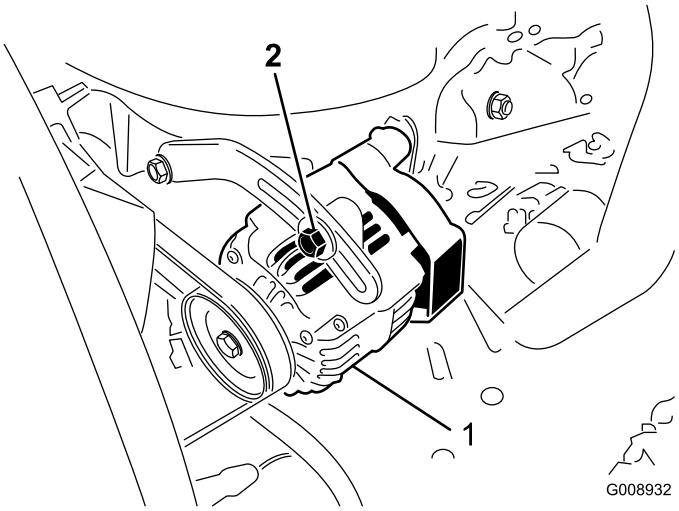

Figuur 52
Controleer de toestand en de spanning van de riemen (Figuur 52) om de 100 bedrijfsuren.
2. Als de speling niet correct is (10 mm), moet u de montagebouten van de wisselstroomdynamo losdraaien (Figuur 52). Verhoog of verminder de spanning van de riem van de wisselstroomdynamo en draai de bouten vast. Controleer nogmaals de speling van de riem om zeker van te zijn dat de spanning correct is.